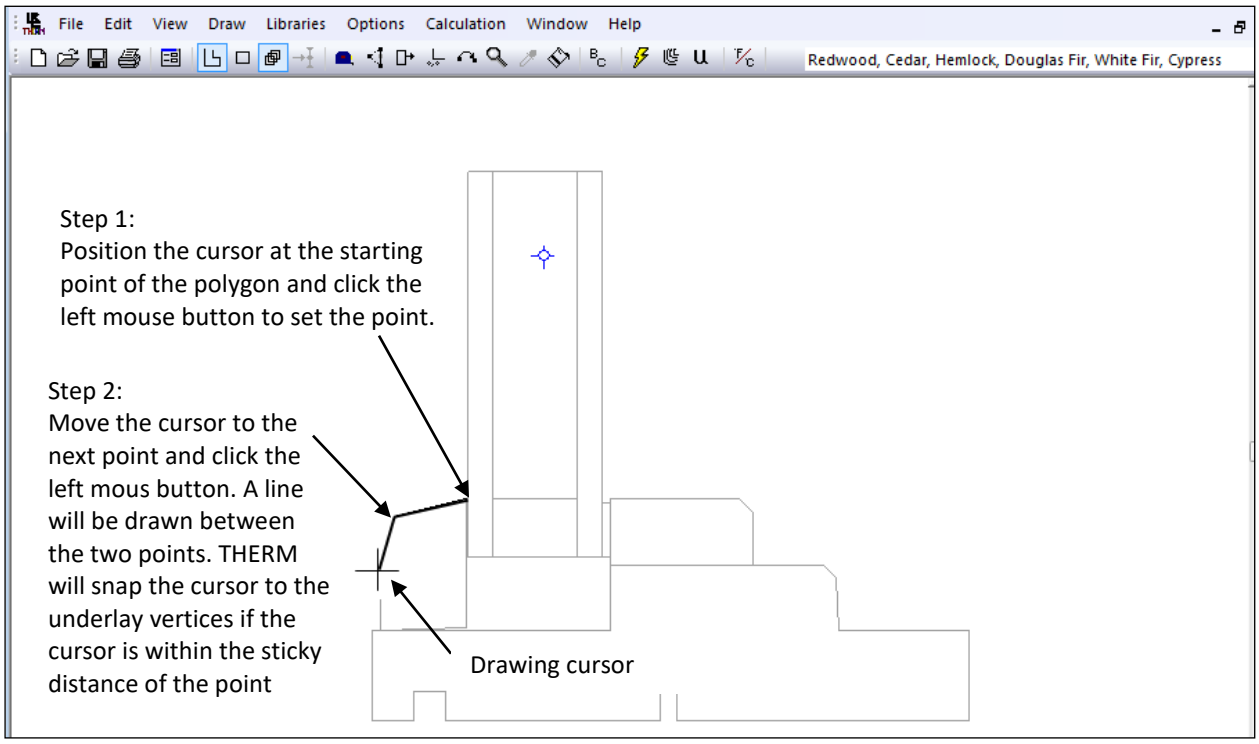

Figure 10-16. Start drawing the first polygon.
- With the material selected, you are ready to start drawing the polygon for the exterior stop. Place the drawing cursor on the upper point of the stop nearest the glass and click the left mouse button. This sets the starting point of the polygon, as shown in Figure 10-16.
- Move the mouse to the left and down to the next point on the polygon, click the left mouse button, and a line will appear between the two points, shown in Figure 10-16. Because you are tracing a DXF file, THERM recognizes the vertices of the polygons;, therefore you don't have to be exactly on a point but only to be within "sticky" distance (defined as half of one side of the drawing cursor) of the point.